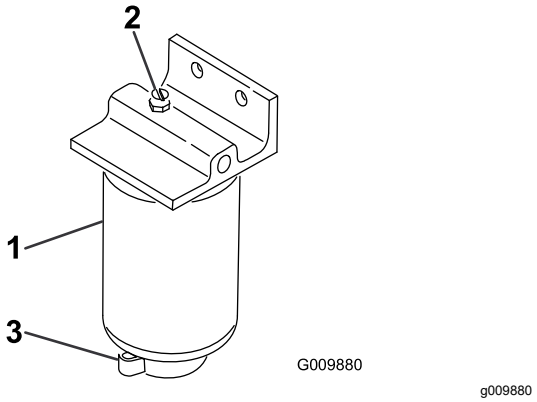

Figuur 55
3. Draai de aftapplug onder de filterbus los (Figuur 55).
2. Reinig de omgeving van de plaats waar de filterbus wordt gemonteerd (Figuur 55).